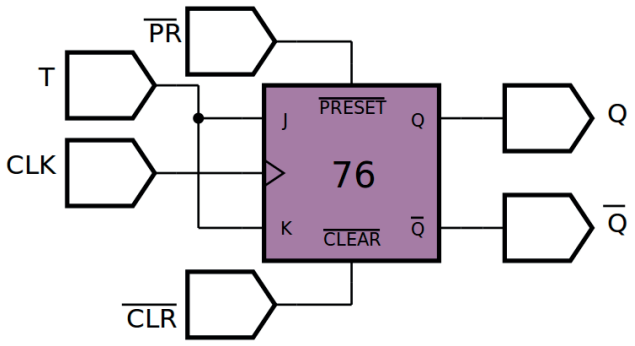

Figura 9.37 – Diagrama esquemático.
4. Utilize um programa de simulação em computador (SmartSim, Atanua, Qucs) faça a simulação do circuito da figura 9.37. Compare os resultados com a tabela 9.21.